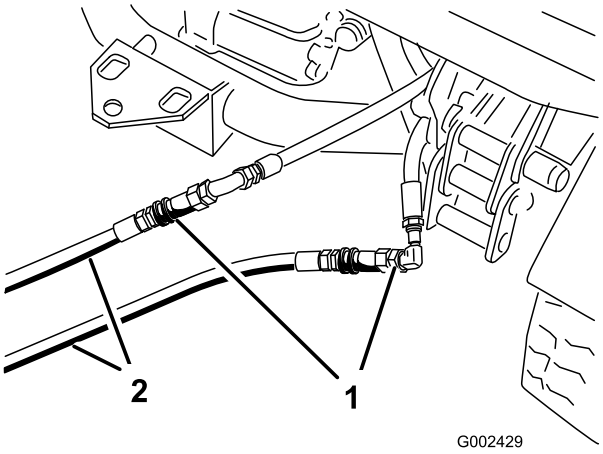

Figura 80
- En el vehículo inmovilizado, conecte los dos manguitos de interconexión a los manguitos que fueron desconectados (Figura 80). Tapone cualquier acoplamiento no utilizado.